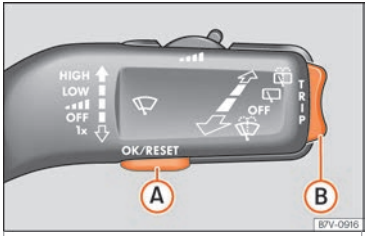
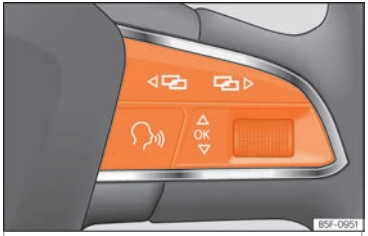

Fig. 46 Windscreen wipers: buttons to access the instrument panel menus
Fig. 47 Multi-function steering wheel: buttons to access the instrument panel menus
- If a message or vehicle symbol is displayed, press OK (››› Fig. 46 A or ››› Fig. 47). »
- Press rocker switch ››› Fig. 46 (B) upwards or downwards, or, on the multifunction steering wheel, turn the thumbwheel until you reach the required menu option.